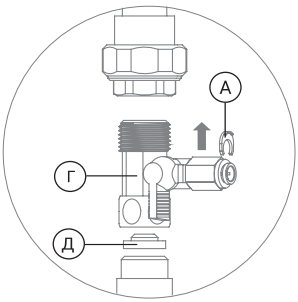

Рис. 5
1. Установите адаптер-вентиль (Г) между магистралью холодной воды и гибкой подводкой вашего смесителя. Уплотните соединение адаптера-вентиля с магистралью при помощи поставляемого в комплекте уплотнительного кольца (Д) (рис. 5).